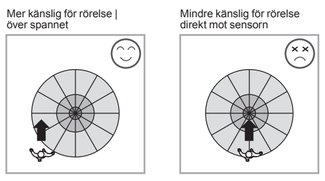

Figur 3
3. 1. 2 Var uppmärksam på gångriktningen under testet. EKO07042 är känsligare för rörelse över sensorn och mindre känslig för rörelse direkt mot sensorn, vilket kommer att minska detekteringstäckningen (se Figur 3).